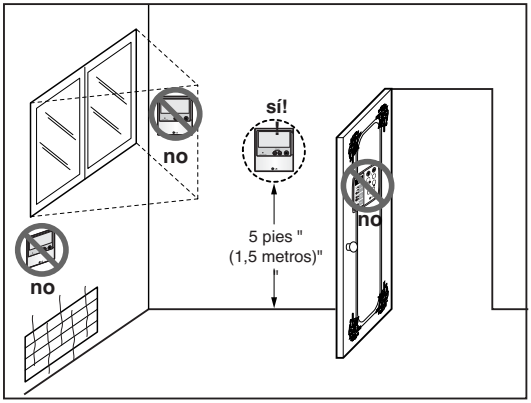

Fig.1 Ubicaciones típicas para el control remoto
- Este control remoto está equipado con una pantalla LED de siete campos. Para una mejor visualización del LED del control remoto, el control remoto debería instalarse correctamente como aparece en la Fig. 1.